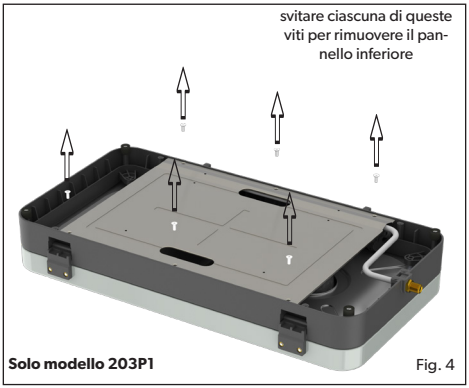
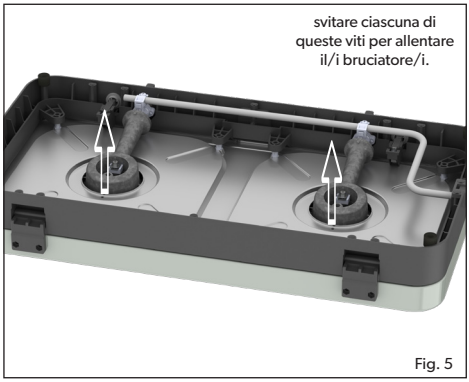
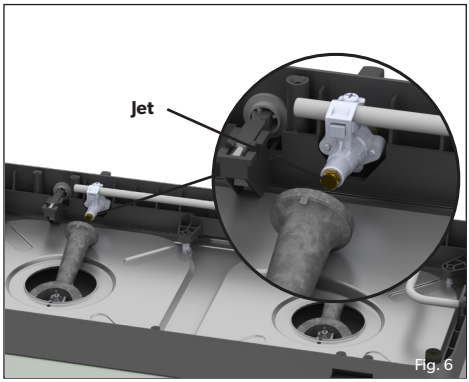

Fig. 4
Fig. 5
Fig. 6
- **Per sostituire l'ugello del getto:** Rimuovere eventuali piani di cottura, chiudere il coperchio e capovolgere l'apparecchio. Svitare delicatamente il pannello inferiore togliendo le viti (Fig. 4)(Solo per modelli 203P1). Svitare la vite del/i bruciatore/i interessato/i (Fig. 5), allentare con cautela e far cadere il bruciatore come illustrato, per esporre il getto. Si noti che il bruciatore è collegato al cavo piezo, dopo aver sostituito il getto e rimontato, verificare che questo cavo sia ancora collegato. Il getto è ora visibile sulla valvola, rimuovere il getto con un'apposita chiave (Fig. 6). Non utilizzare pinze sul getto in quanto ciò potrebbe danneggiare il getto, rendendolo inutilizzabile o impossibile da rimuovere. Avvitare il nuovo getto nella valvola. Non serrare eccessivamente in quanto ciò potrebbe danneggiare il getto.